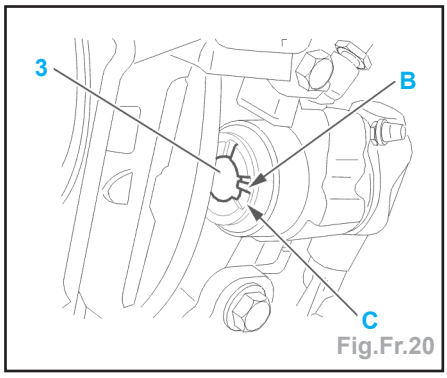

Fig.Fr.20
Impératif : orienter le piston (3) de façon que le repère (B) soit placé horizontalement au-dessus ou en dessous de la rainure (C) du piston (Fig.Fr.20).